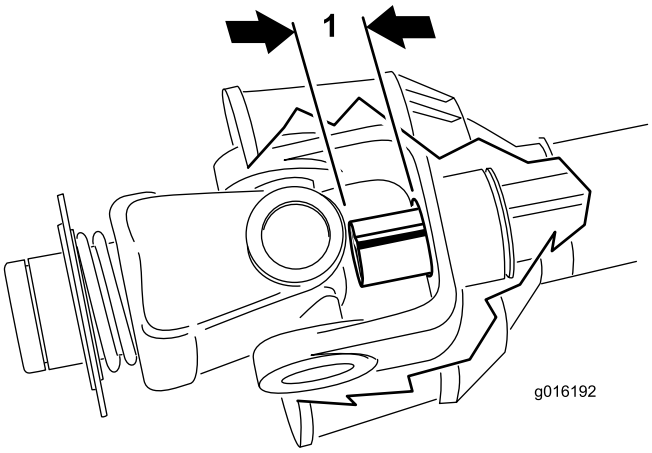

Figur 16
9. Skjut ihop kraftuttagsaxlarnas rör tills de är helt infällda. Kontrollera att det **inre** röret inte skjuter ut över kryss- och lagerdelen av det yttre röret (Figur 16). Om det händer ska du kapa av **mer** på det inre röret för att åtgärda problemet. Fortsätt till nästa steg.
10. Mät hur långt det inre röret skjuter ut över kryss- och lagerdelen av det yttre röret (Figur 16). Lägg till detta avstånd till det mått som uppmättes i steg 8.